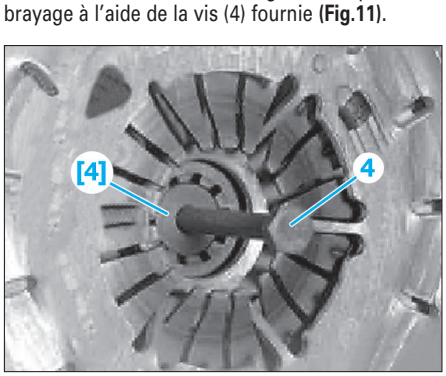

Fig. 11
• Extraire l'outil [4] de centrage du disque d'embrayage à l'aide de la vis (4) fournie **(Fig.11)**.